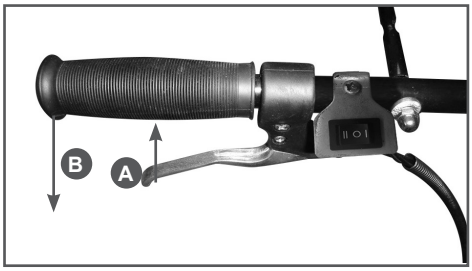

Рис. 13 Рычаг газа
6. Нажмите и удерживайте рычаг газа в нажатом состоянии А (Рис. 13). Одновременно нажмите на рукоятку управления вниз В (Рис. 13) для того, чтобы фрезы мотокультиватора приподнялись над землей.